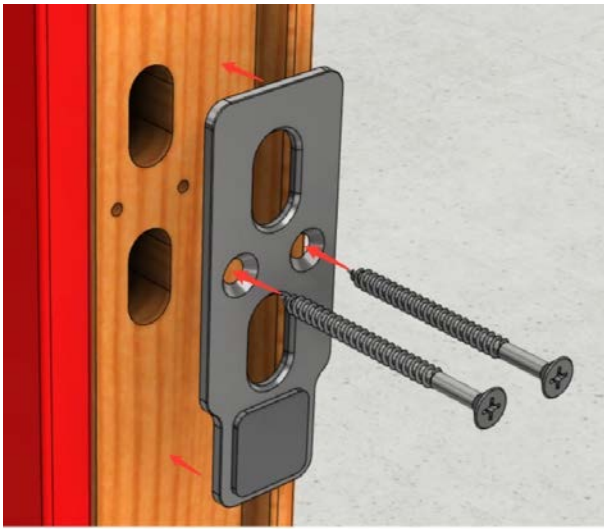

Fig BPT 7
- Apply the Alignment Pin Covers to the Astragals using the #10 2 1/2” flat headscrews as shown in Fig BPT 7.